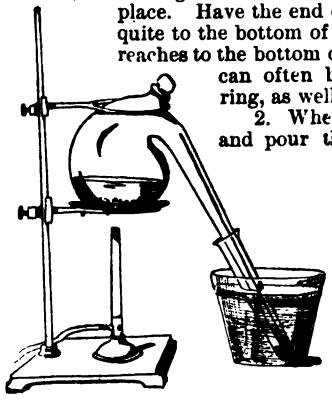

Fig. 33.
1. Arrange a tubulated retort (of 250cc) on a r.s. (using plate and asbestos), as in Fig. 33. Have a ring above the retort to hold it in place. Have the end of the retort tube extend nearly or quite to the bottom of a large, clean and empty t.t. which reaches to the bottom of a tumbler filled with water. This can often be arranged by turning the upper ring, as well as the retort, a little to one side.